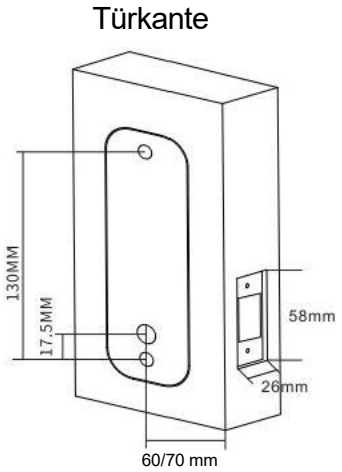

Abb. 1
1) Positionieren und befestigen Sie die Schablone (Produktvorlage Modell 209) korrekt an der Oberfläche der Innentür Erforderliche Höhe über dem Boden. Sicherstellen dass die entsprechende, markierte Türkanten-Ausrichtungsschablone ordnungsgemäß ausgerichtet werden sollte mit Die eigentliche Tür Rand. (siehe Abbildung 1)